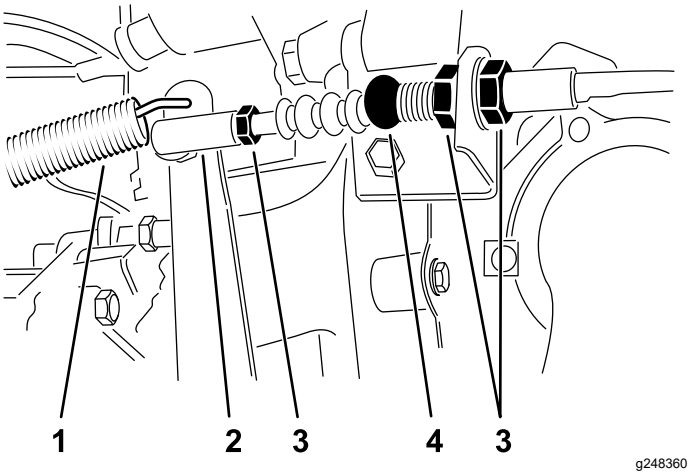

**Figura 63**
1. Afloje las contratuercas que fijan el cable del embrague al soporte de la carcasa (Figura 63).